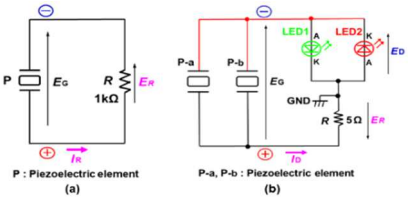

Fig.4 Measuring circuit for (a) R=1kΩ and (b)LED1, 2 as load of the generator
(1) Fig.4 に，負荷として(a)抵抗および(b)LED を接続したときの発電特性の測定回路を示す．図(a)から負荷を R=1kΩ として端子電圧 E_R と流れる電流 I_R を測定する．I_R は E_R/1kΩ から求め，電力 P_R は $E_R I_R$ から求めている．